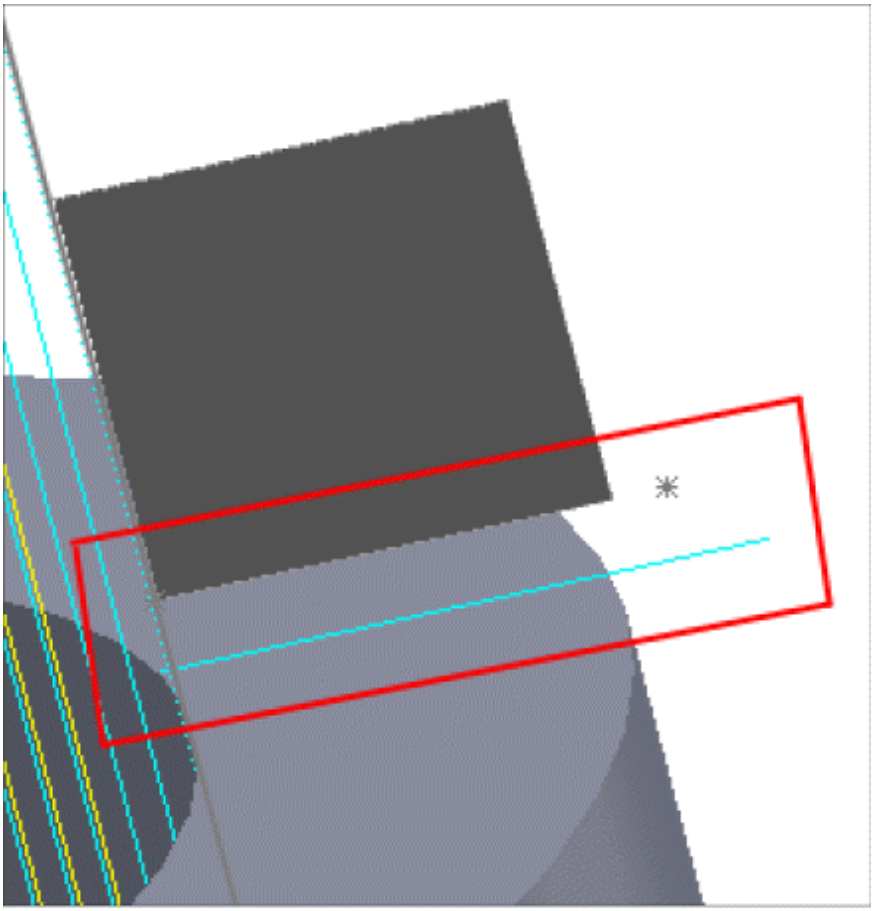

Figure-60. Output of cutoff operation
- Click on the **OK** button from the dialog box. The simulation of cutoff operation will run and the output will be displayed; refer to Figure-60.